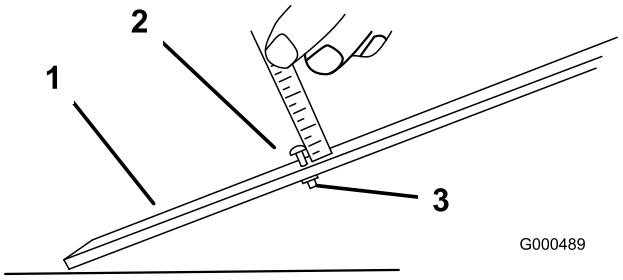

Figura 10
2. Allentate il dado sulla barra di misura e posizionate la vite di regolazione all'altezza di taglio opportuna (Figura 10). La distanza tra l'estremità inferiore della testa della vite e la parte frontale della barra corrisponde all'altezza di taglio.